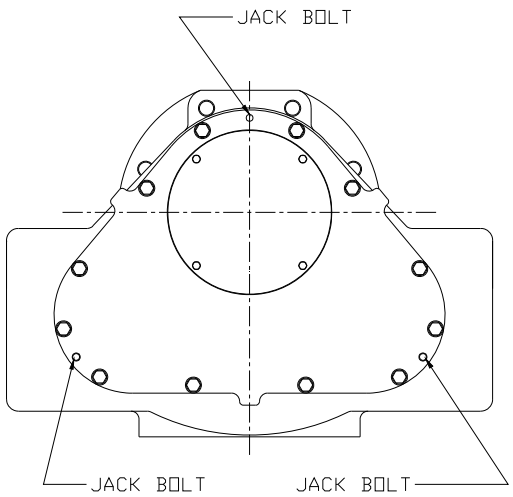

FIGURE 6B
E. Remove cap (15) by removing the cap bolts (15a)
F. Remove all cover bolts (19) and cover (18). Three of these bolts occupy "jack bolt" holes and are threaded into the cover (18). Screw three long cover bolts into these "jack bolt" holes and turn them sequentially ½ turn at a time to pry the cover off. See figure 6B.
K. Swing the yoke (2) to one side to expose the guide block (3).
M. Remove the guide bar (8), guide block(3) and yoke (2).
N. Remove the yoke bearings (5).